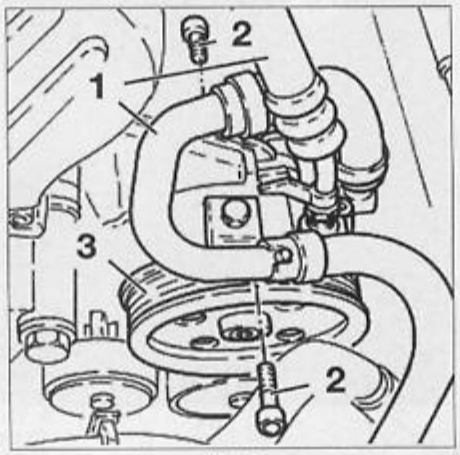

FIG. 7
• Déposer les durits (1) de la pompe de direction assistée **(Fig.7)**.